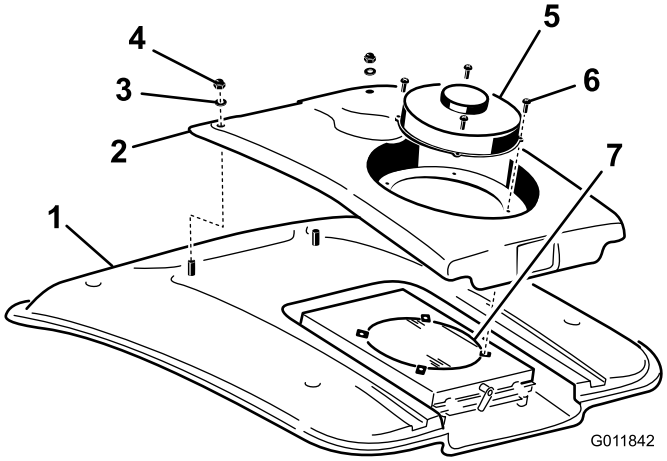

Figur 56
2. Lossa de fyra skruvar som fäster fläkten och kondensatorkåpan vid fläktmonteringen (Figur 56).
4. Lossa de två muttrarna och brickorna som fäster kondensatorkåpans främre del vid hyttens tak (Figur 56).
8. Rengör luftkonditioneringskondensatorn noga med tryckluft (Figur 56).